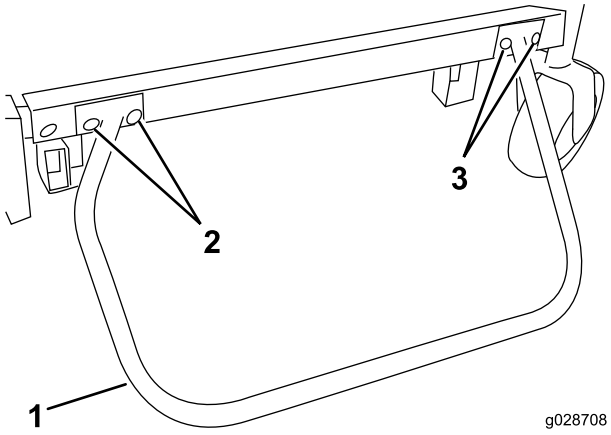

Figur 17
2. På høyre side av bærerammen, fjern de to fremre hodeskruene (1/2–13 x 1 1/2 tomme) som fester bærerammen til løftearmen (Figur 17).
4. Monter støtfangeren og fest den med to hodeskruer (1/2–13 x 1 1/2 tomme) ved løftearm/bæreramme-festet og to hodeskruer (3/8–16 x 1 tomme) og to flenslåsemuttere (3/8 tomme – 16) ved den fremre brakettplasseringen. Stram til hodeskruene (1/2–13 x 1 1/2 tomme) til 95–108 Nm (Figur 17).